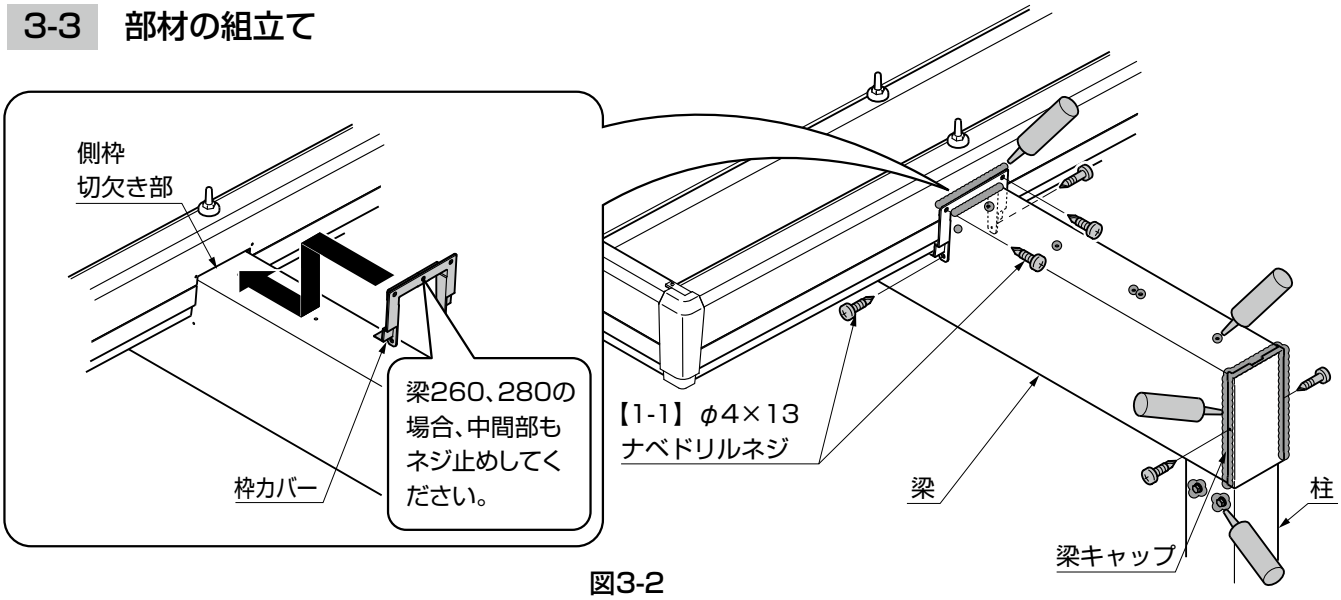
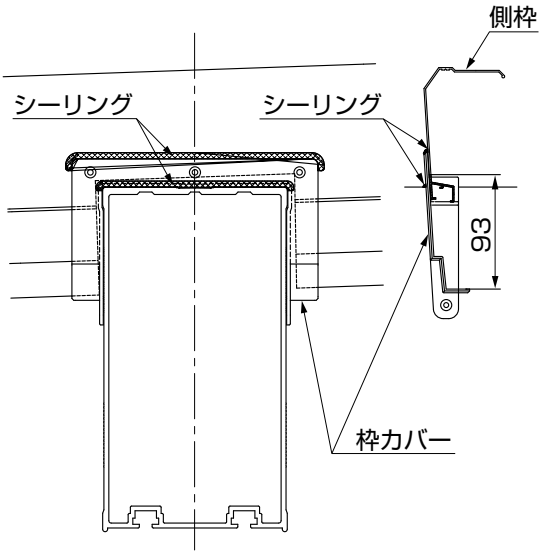

図3-2
図3-3　シーリング
①切欠いた側枠を本体に取付けて、本体部を完成させてください。
②枠カバーを側枠切欠き部に合わせ、側枠と梁側面に【1-1】で固定してください。
③枠カバーにシーリングをしてください。（図3-3参照）
④梁はね出し部上部のタイトフレーム取付け穴部分および梁キャップ上面・側面にシーリングをしてください。
⑤梁、柱を固定しているボルト回りにシーリングしてください。（図3-2参照）